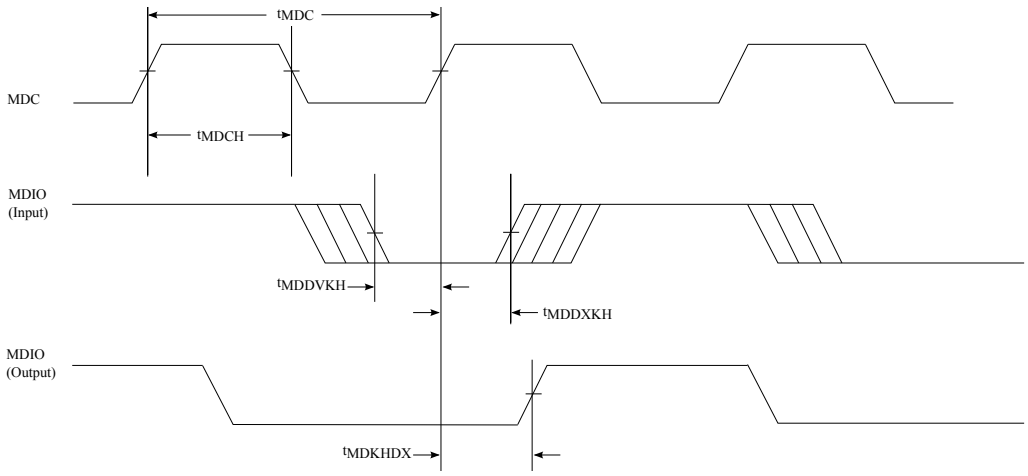

Figure 24. Ethernet management interface timing diagram
Also, t_{MDDVKH} symbolizes management data timing (MD) with respect to the time data input signals (D) reach the valid state (V) relative to the tMDC clock reference (K) going to the high (H) state or setup time. 5. Assumes a maximum load of 338 pF. 6. See Figure 24.